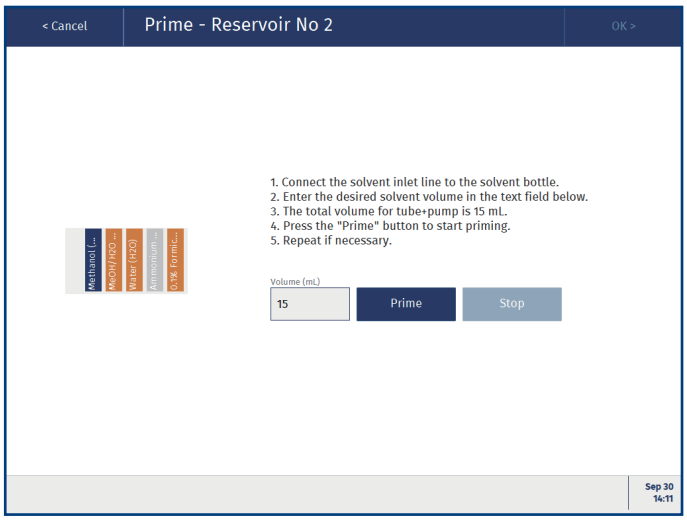

图 53。溶剂槽 S2 的 Prime 视图。
c. 在 **Prime** 视图 (请参阅图 53) 中，输入预填充容积，然后按 **Prime**。使用新溶剂填充溶剂入口管路和泵时，需要大约 2-3 次 15 mL。